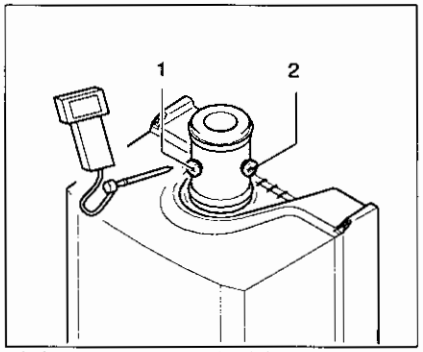

afb. 34 Meetpunten op de rookgasbuis
- Draai de betreffende sluitschroef (afb. 34) van het aansluitstuk voor het verbrandingslucht-rookgassysteem eraf en na uitgevoerde meting weer erop. Zet het toestel in de "Hi "-modus. Zie menu 3: "Instellingen" op pagina 25.